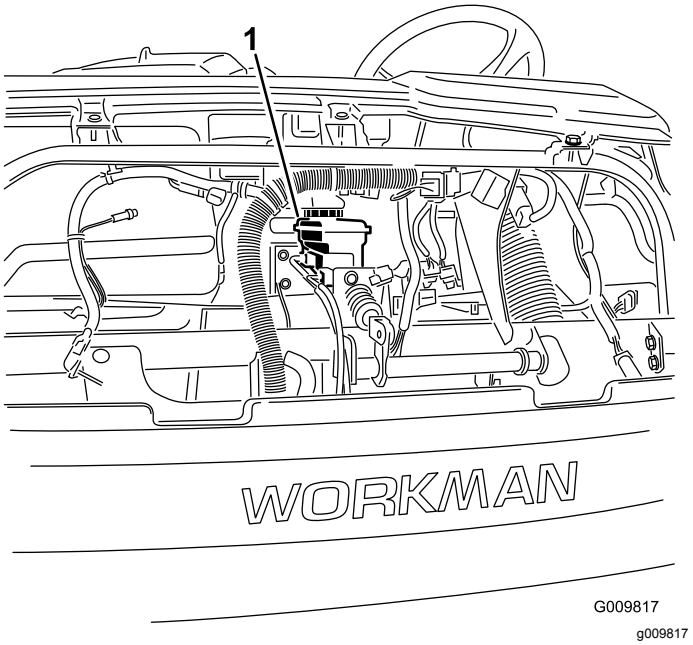

Figur 56
4. Hev panseret for å få tilgang til hovedbremsesylinderen og -beholderen (Figur 56).